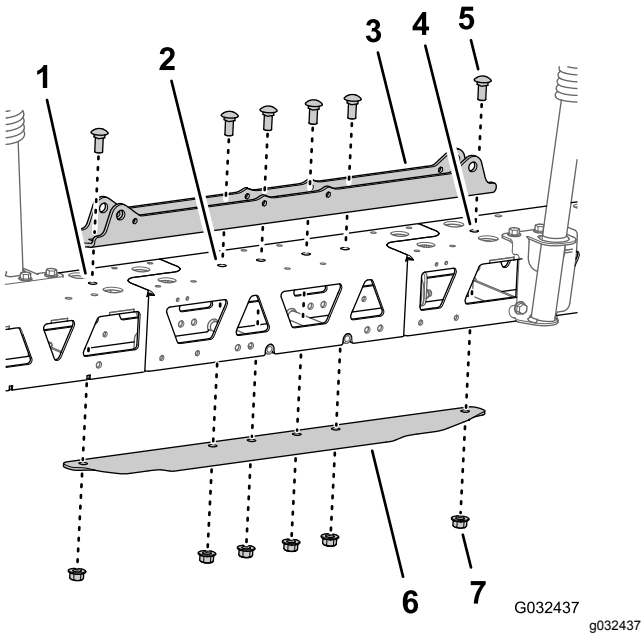

Figur 118
5. Innrett hullene i sylinderfestet med hullene i midtlinjen på den midtre støtterammen (Figur 118).
6. Sett inn oppstrammerkanalen i midtre og ytre støtteramme og innrett hullene i kanalen med hullene på midtlinjen i den midtre støtterammen (Figur 118).
7. Monter sylinderfestet, oppstrammere, utvidelsen for midtre bom og oppstrammerkanalen med de to låseboltene (½ x 1¼ tomme) og to flenslåsemutterne (½ tomme) som du fjernet i trinn 3 av Fjerne sprederdysene (side 38), og de fire låseboltene (½ x 1¼ tomme) og fire flenslåsemutterne (½ tomme) fra finishingsettet for GeoLink-spredersystemet (Figur 118).